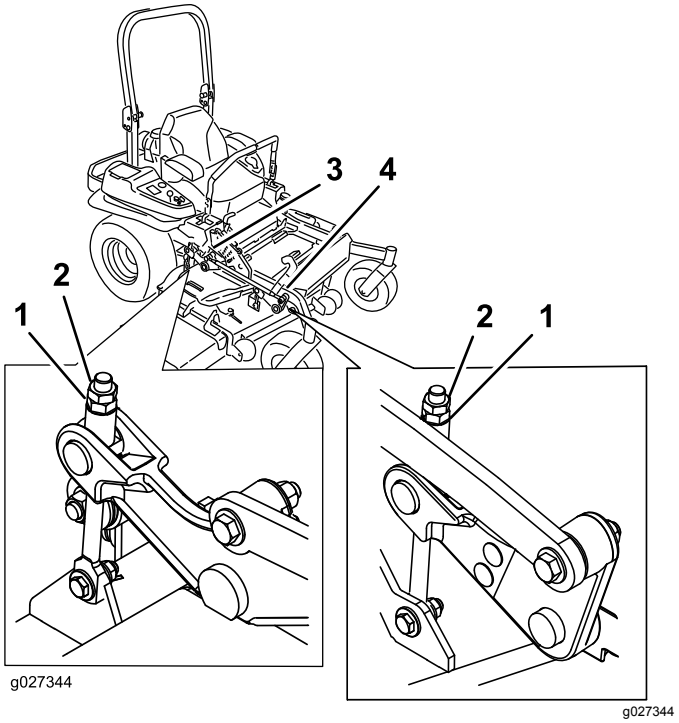

Figur 97
10. Finjustera justermuttern på det främre däckets lyftanordning genom att vrida den (Figur 97).
16. Finjustera genom att vrida justeringsskruven så att höjden blir 8,3 mm (Figur 97).